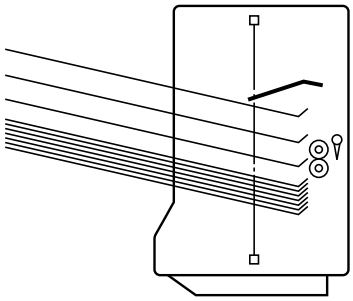

Fig. 4-1
(1) When a copy removal signal (AUT-REM) is received from the copier or when the copy removal key is pressed, the bins move to the copy removal position. (Fig. 4-1)